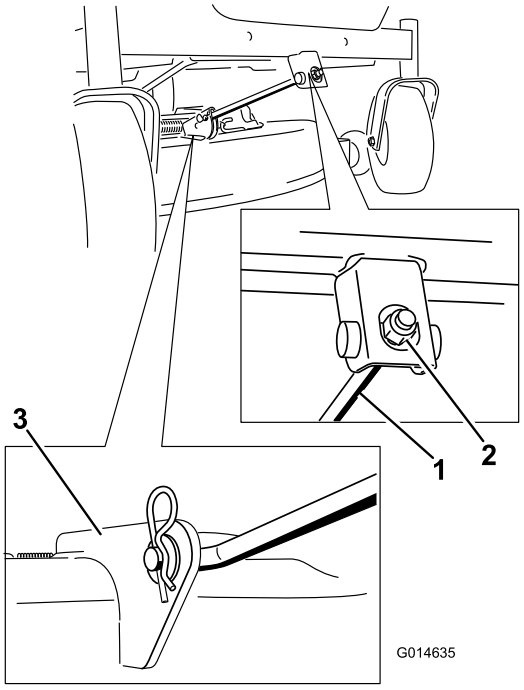

Figur 66
5. Fjern låseclipsen fra den forreste støttestang, og fjern stangen fra skjoldbeslaget (Figur 66).
6. Fastgør den forreste støttestang til klippeskjoldet med gaffelbolten og låseclipsen (Figur 66).